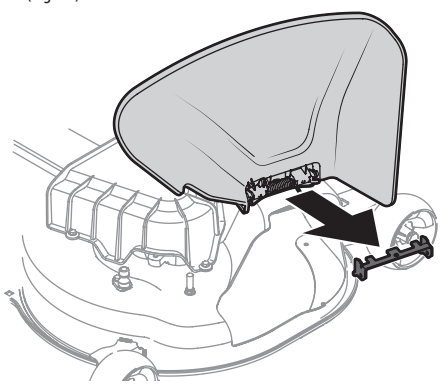

Fig. 10
2. Soulevez le déflecteur de la goulotte d'éjection afin de pouvoir dégager et retirer le support d'arrêt. Abaissez le déflecteur de la goulotte d'éjection et jetez le support d'arrêt (Fig. 10).